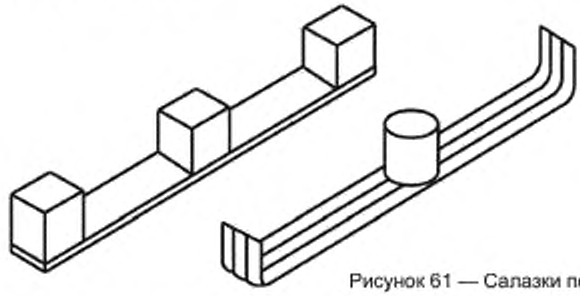

Рисунок 61 — Салазки поддона
6.7.7 **салазка поддона:** Сборочная единица из одной доски нижнего настила и двух или более шашек или из металлических профилей, иногда снабженных центральной шашкой, два конца которых направлены вверх под прямым углом (см. рисунок 61).